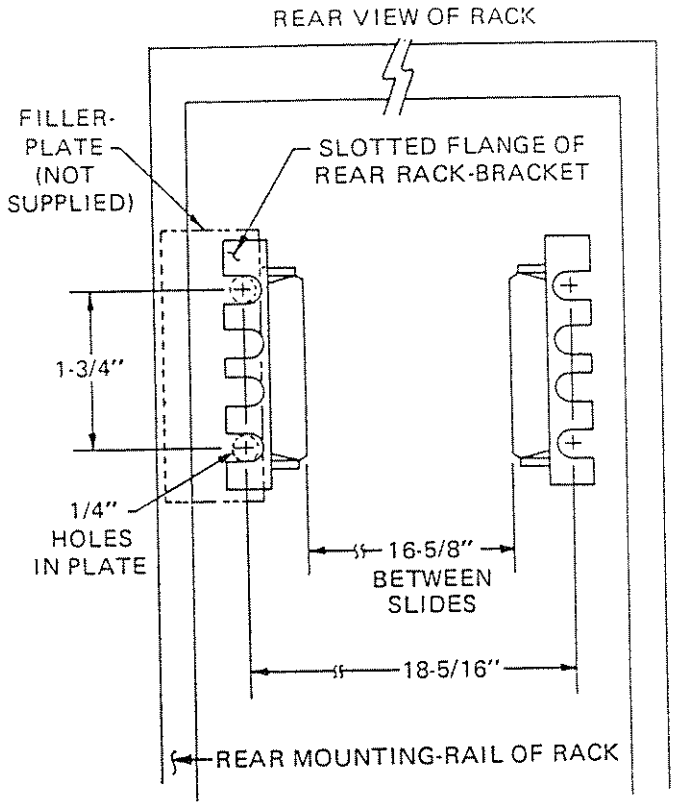

Figure 2.5-Rear End Slide-Mount Rack Dimensions
f. The distance between the two slide-mount assemblies at the rear-bracket should be 16 5/8 inches. Should a filler plate be required to secure the slide-mount assembly to the rear rack mounting-rail at 16 5/8 inches, use the dimensions given in Figure 2.5 to determine filler-plate size